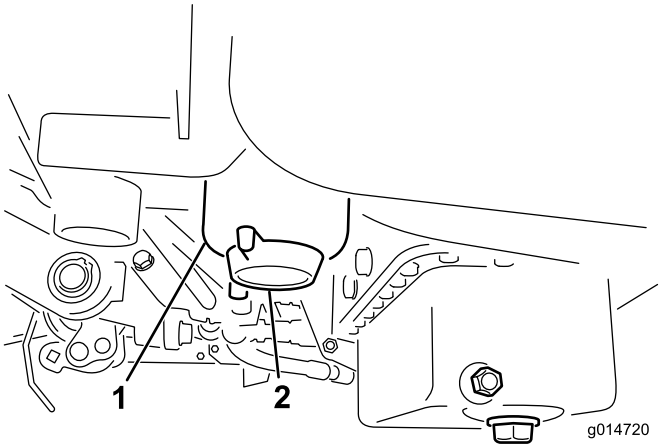

Figur 48
2. Rengjør området der filterboksen skal festes (Figur 48).
4. Åpne tappepluggen (Figur 48).